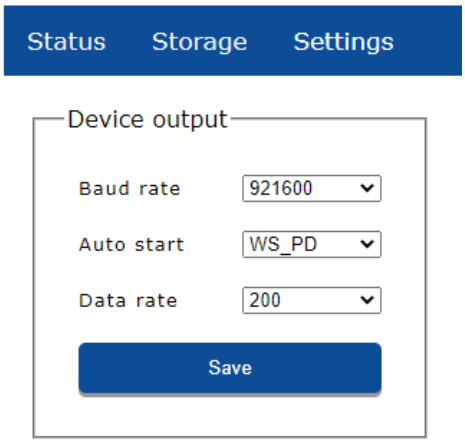

**Fig. I.6.**
- Device: The “Device” tab from the Settings drop-down menu gives the user the ability to configure the following settings: The **Baud rate** that the unit communicates with; the data format that is output by the device if it is configured in **Auto start**; and the **Data rate** for which the user can select the rate at which data packets are being output by the device. This window can be seen in Fig. I.6.
As stated previously, the unit has the ability to recycle data if the unit's storage limit has passed the set threshold. These settings can be adjusted using the parameters shown in Fig. I.6.